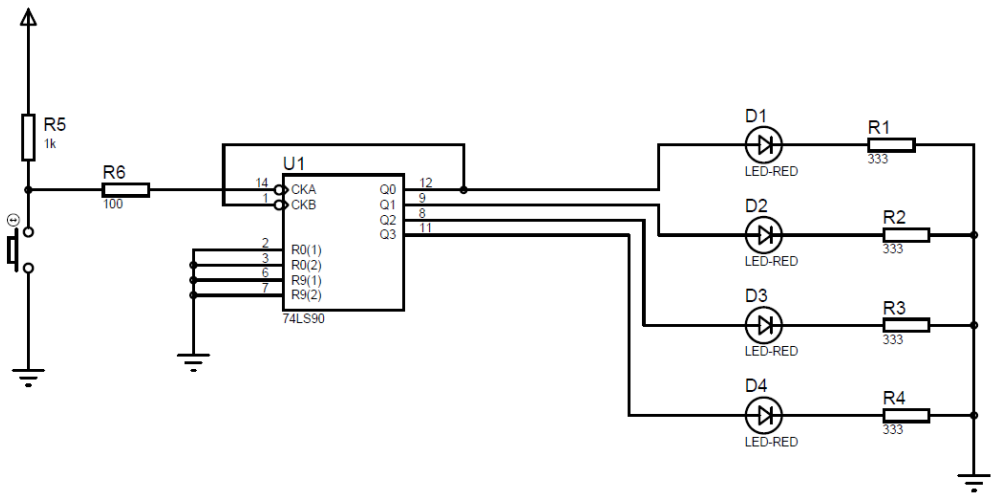

Fig. 3.1 BCD counter
2. Connect the IC type 7490 as shown in Fig.3.1 use push button for generate the pulse.